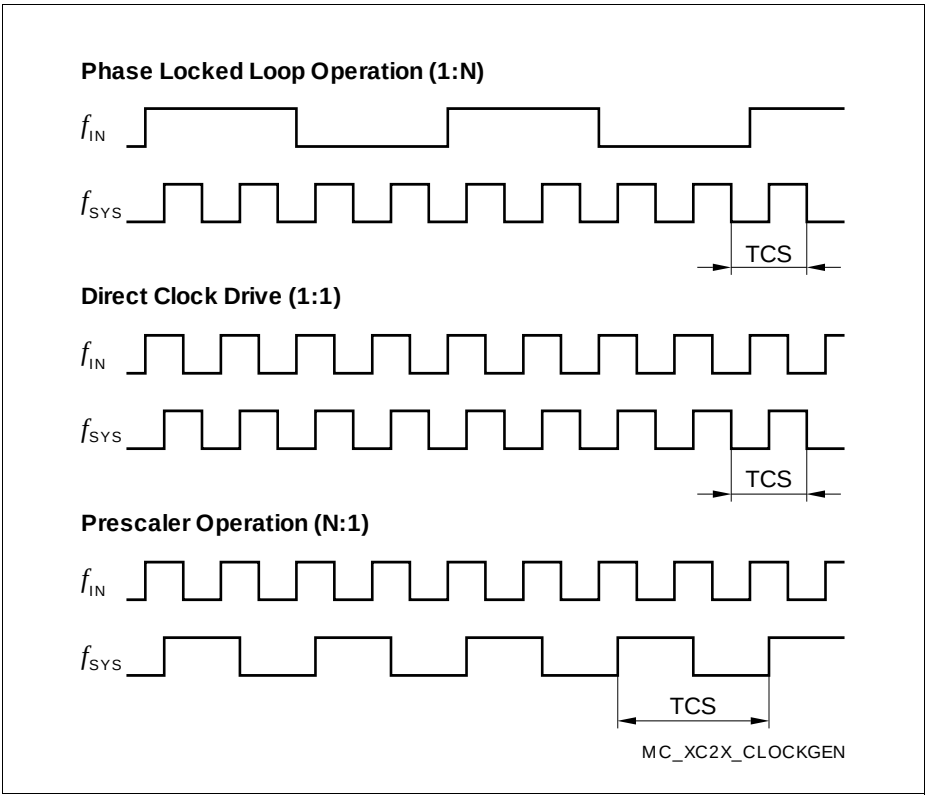

**Figure 19 Generation Mechanisms for the System Clock**
*Note: The example of PLL operation shown in **Figure 19** uses a PLL factor of 1:4; the example of prescaler operation uses a divider factor of 2:1.*